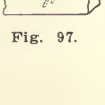

Fig. 97.
86. **A Toe-nailed Joint.**—A toe-nailed joint is used in rough construction, and general repair work. It is used in buildings to fasten the studding to the sills. One piece of material is made to butt, or fit, against another, and it is fastened in this position by nails driven at an angle as shown in Fig. 97.